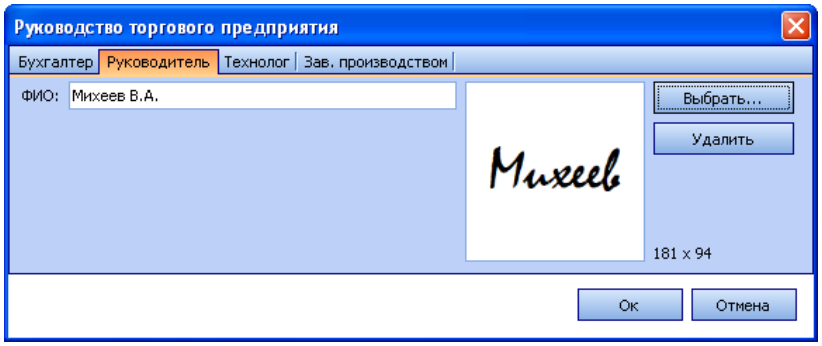

Рисунок 7 Настройка ФИО и факсимиле должностного лица предприятия – Руководитель
3. Нажмите кнопку ..., расположенную справа от поля с нужной должностью. Откроется окно **Руководство торгового предприятия** (Рисунок 7).